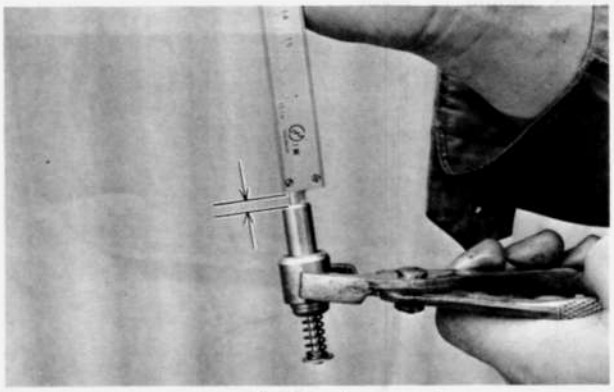

Fig. 2–7 Checking by-pass valve
2. Soak the by-pass valve in hot oil of 75°C ~ 80°C (167°F ~ 176°F). If the protrusion of piston is more than 5 mm (0.2 in), the by-pass valve is normal. (Fig. 2–7)